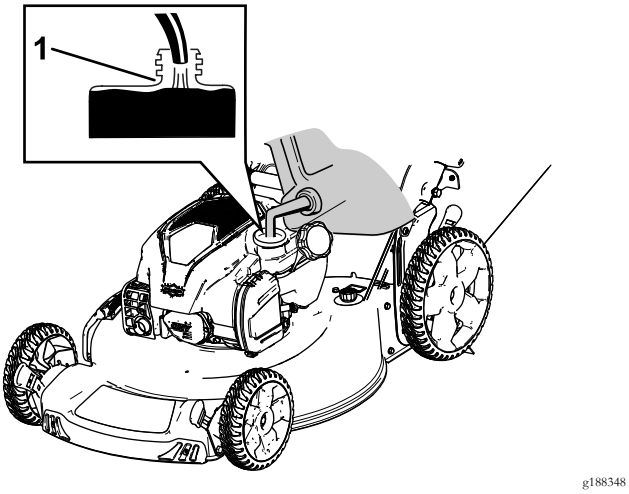

Figur 11
2. Fjern målepinden ved at dreje dækslet mod uret og trække den ud (Figur 11).
5. Aflæs oliestanden på målepinden (Figur 11).